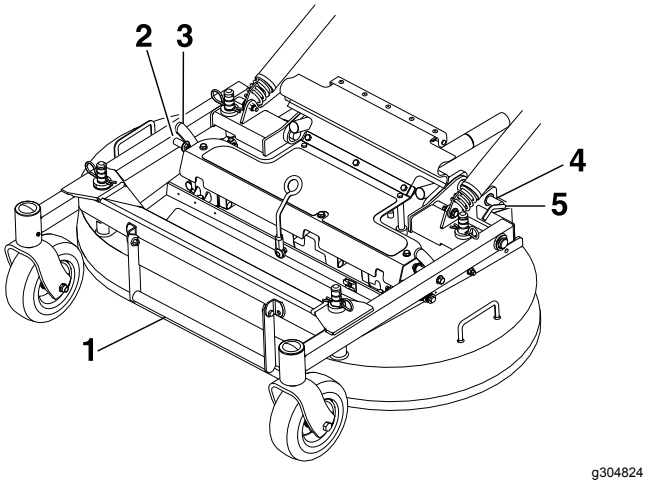

Figuur 25
3. Terwijl u het voorste frame naar beneden houdt, tilt u het maaidek op aan 1 zijde zodat de vergrendeling van de maaideksteun vastklikt in de vaste pen in het voorste frame (Figuur 25).